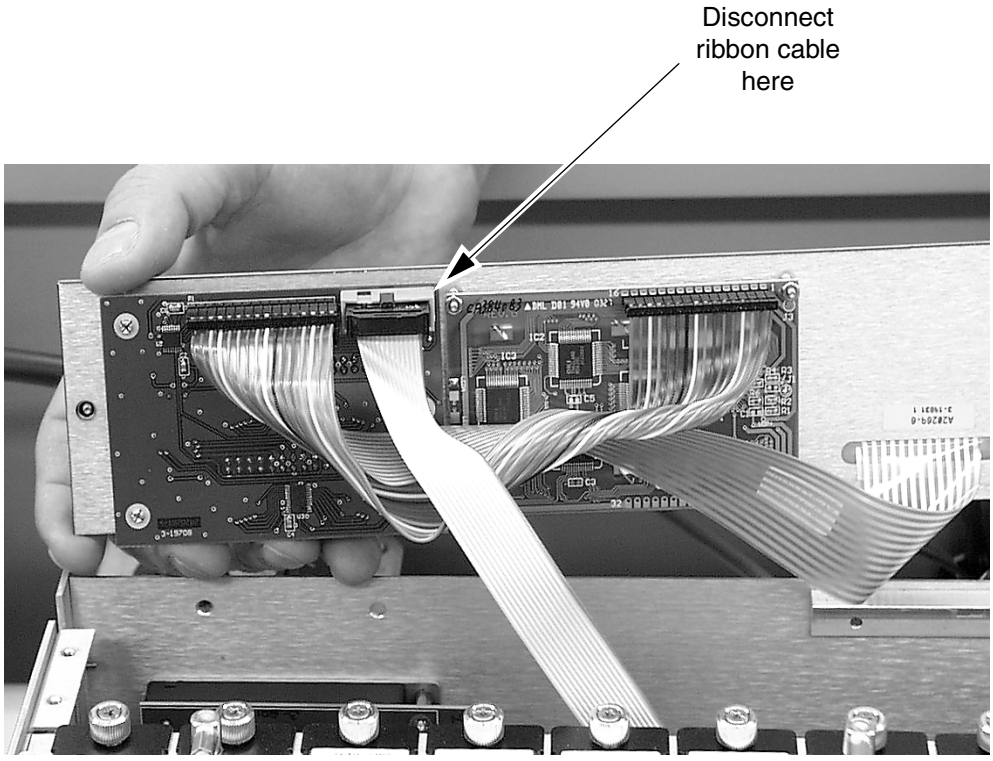

Figure 13: Disconnecting the display/user interface assembly from the card cage.
4) Remove the ribbon cable that connects the display/user interface assembly to the card cage, see **Figure 13**.